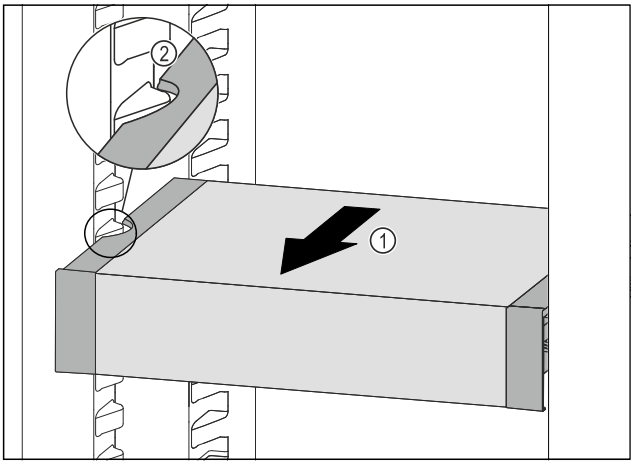

Fig. 214
▶ Pull VarioSafe forwards *Fig. 214 (1)* until the recesses in the side of the VarioSafe are at the level of the support rib in the fridge section. *Fig. 214 (2)*